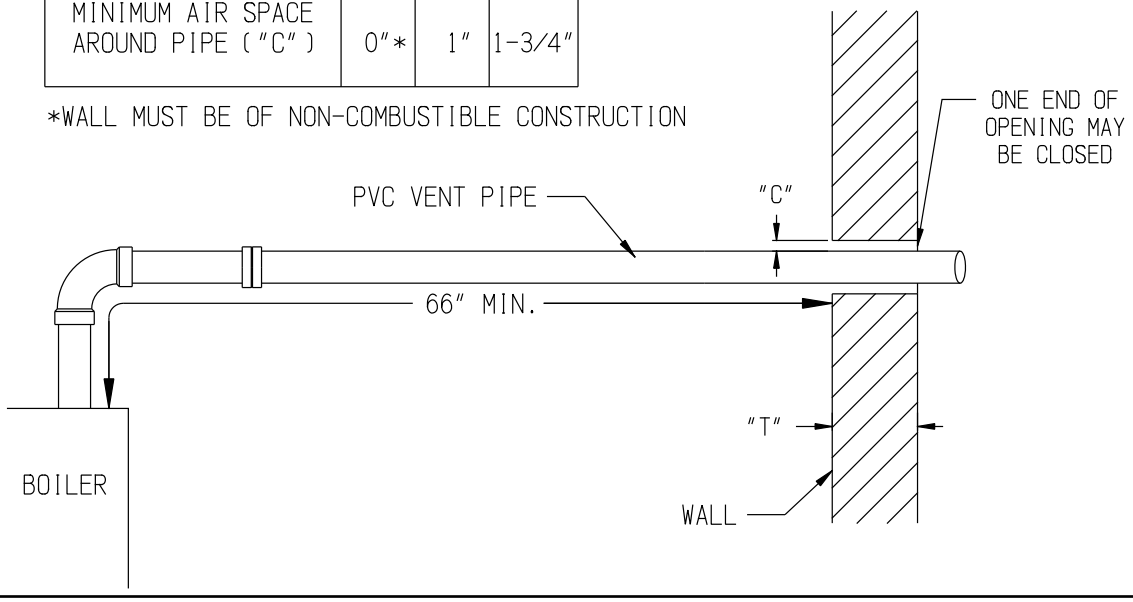

Figure 7.4: Wall Penetration Clearances for PVC Vent Pipe
c. An airspace of at least that shown in Figure 7.4 is maintained around the OD of the vent.